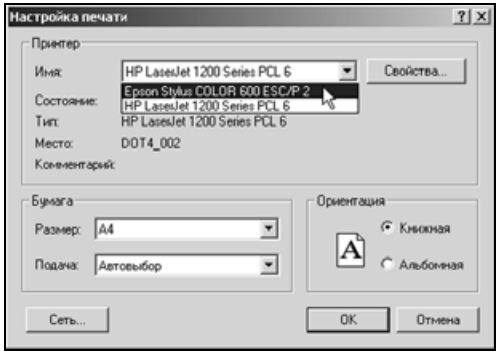

Рис. 2.135
- При необходимости, можно использовать другое устройство из списка подключенных к компьютеру. Для этого нужно нажать кнопку **Настройка принтера/плоттера** панели управления. Далее в окне **Настройка печати** раскрыть список поля **Имя** в группе **Принтер** и выбрать имя нужного устройства (рис. 2.135).